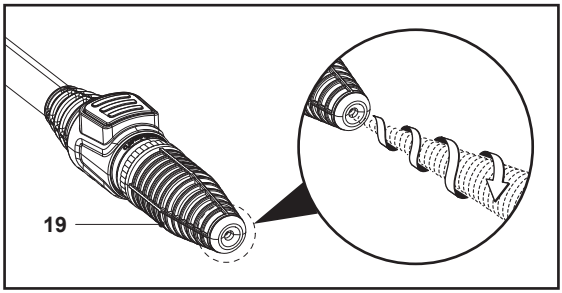

Fig. 12
Duza turbo (19) se rotește când pulverizează jeturi de apă cu presiune ridicată, pentru o spălare eficientă (fig. 12).